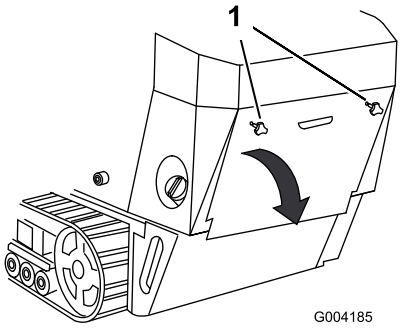

**Figuur 24**
1. Schroef de 2 handknoppen los waarmee het inspectieluik aan de machine is bevestigd (Figuur 24).
2. Kantel het inspectieluik omlaag en verwijder het om toegang te krijgen tot de interne onderdelen (Figuur 24).